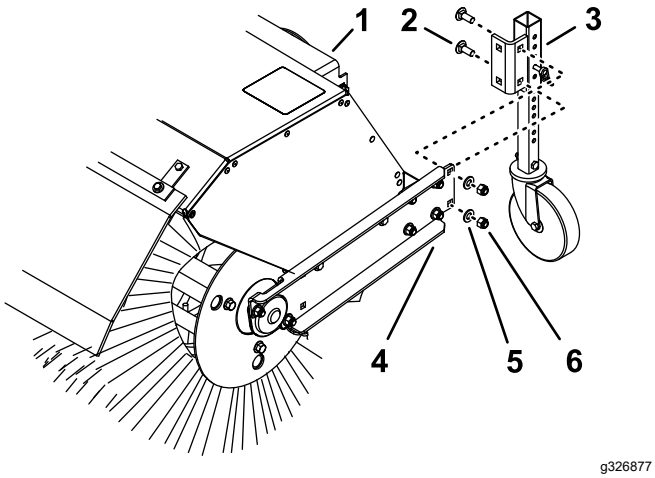

Figuur 21
Voor het werken in sneeuw verplaatst u de zwenkwielen van de voorkant van de borstelarm naar de achterkant van de borstelkap (Figuur 21).
2. Verwijder de 2 borgmoeren, 2 onderlegringen, en 2 slotbouten (Figuur 21) waarmee de zwenkwielbeugel op de borstelarm is gemonteerd.
3. Aan de achterkant van de borstelkap: lijn de gaten in de zwenkwielbeugel uit met de gaten aan de binnenkant van de borstelarm (Figuur 21).
4. Monteer de zwenkwielbeugel op de borstelarm met de 2 borgmoeren, 2 onderlegringen en de 2 slotbouten (Figuur 21).